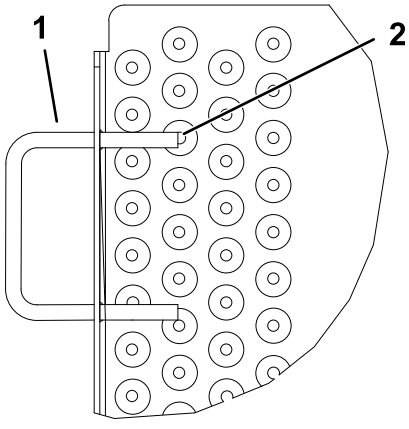
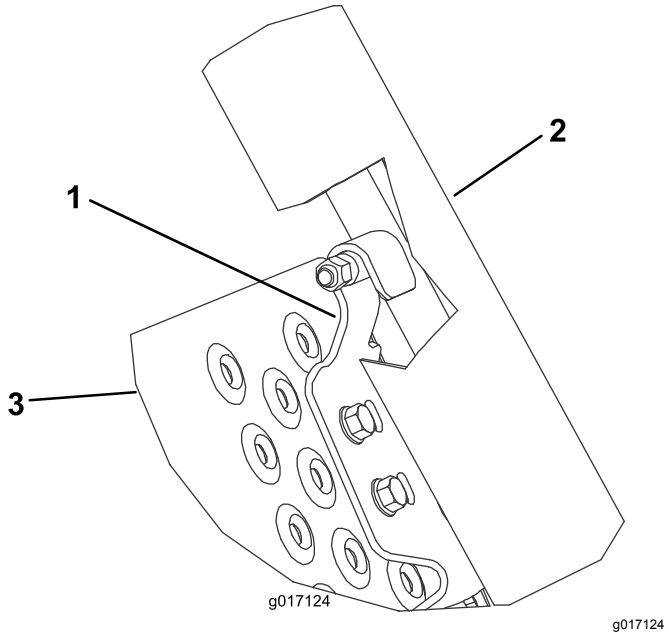

Bild 3
Bild 4
6. Positionieren Sie eine Sperrhalterung so an jeder Seite der Rampe, dass sie mit der Unterseite der Laderampen ausgefluchtet, in den beschichteten Stiften in den Laderampen eingerastet und mit den Löchern in der Rampe ausgefluchtet ist (Bild 4). Verwenden Sie nur ein Paar der Befestigungslöcher pro Sperrhalterung.
Hinweis: Wenn der Rampengriff die Aufnahmebefestigungen der Sperrhalterung berührt, schleifen Sie ggf. das Ende des Griffs ab, um das Loch freizulegen (Bild 3). Bessern Sie alle Lackschäden aus.
8. Heben und arretieren Sie die Rampe. Stellen Sie die Sperrhalterungen so ein, dass sie in den Stiften eingerastet sind, und ziehen Sie die Bundbolzen und Bundmuttern an (Bild 3 und Bild 4).